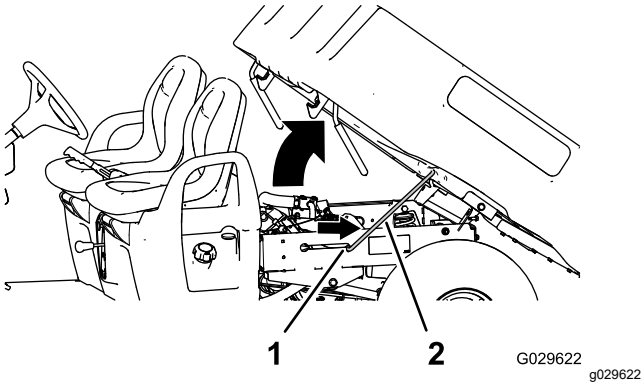

Figur 13
2. Säkra flaket genom att skjuta in stöttan i skåran (Figur 13).
2. Dra ut stöttan ur skåran (Figur 13).
3. Sänk ned flaket tills det låses säkert på plats (Figur 13).